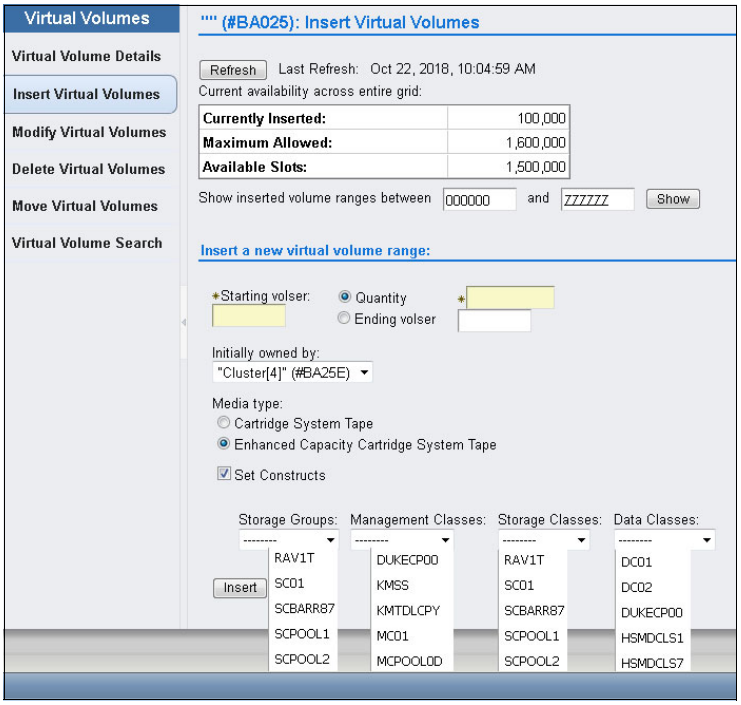

Figure B-2 Insert logical volumes by assigning static construct names
3. On the left side of the MI, click **Virtual** → **Virtual Volumes** → **Insert Virtual Volumes**. The window that is shown in Figure B-2 on page 895 opens. Use the window to insert virtual volumes. Select the **Set Constructs** option and enter the construct names.